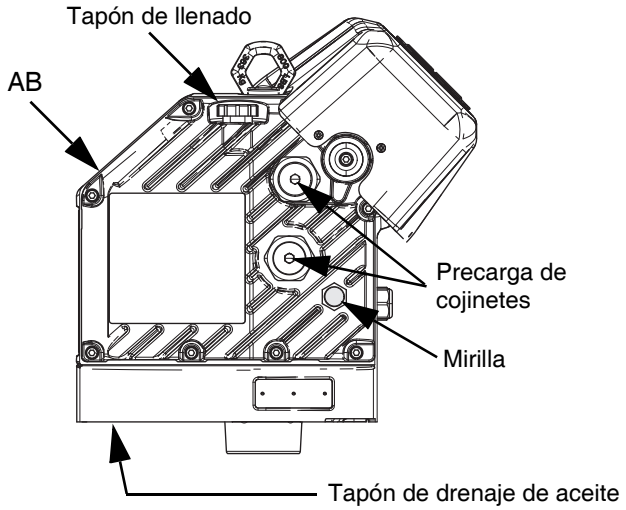

FIG. 32: Mirilla y tapón de llenado de aceite
3. Retire el tapón de drenaje de aceite. Consulte la FIG. 32 para ver la ubicación del tapón de drenaje. Deje que se drene todo el aceite del controlador (AB).
Vea la FIG. 32 a continuación. Compruebe regularmente el nivel de aceite en la mirilla de cristal. El nivel de aceite debe estar cerca de la mitad de la mirilla cuando el controlador (AB) no esté funcionando. Si hay poco aceite, abra el tapón de llenado y vierta aceite sintético para engranajes EP sin silicona, n.º pieza Graco 16W645 ISO 220.